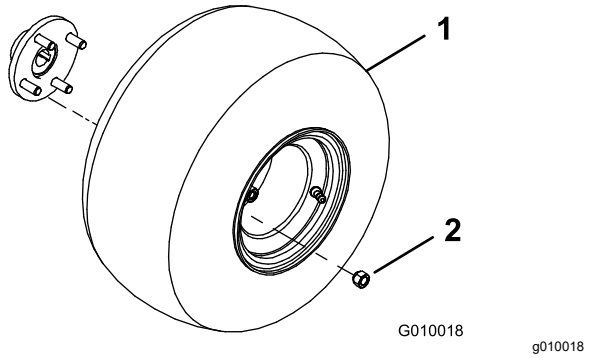

**Figure 3**
2. Mount a wheel assembly onto each rear wheel hub (Figure 3).
3. Install the lug nuts (Figure 3) and tighten them to 61 to 75 N·m (45 to 55 ft-lb).